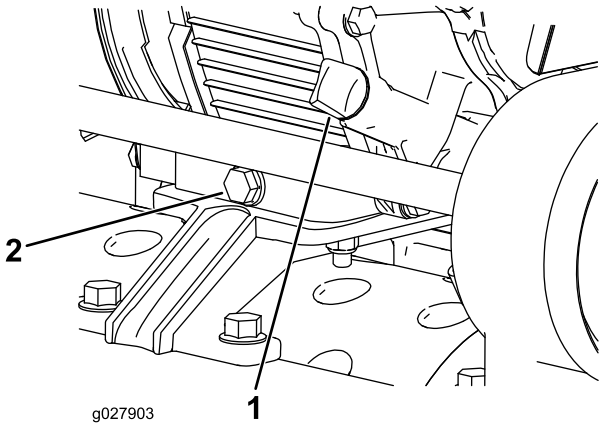

Figur 23
1. Placera maskinen så att motorn står jämnt och rengör området runt oljestickan (Figur 23).
2. Ställ en avtappningsskål under avtappningspluggen baktill på maskinen (Figur 23).